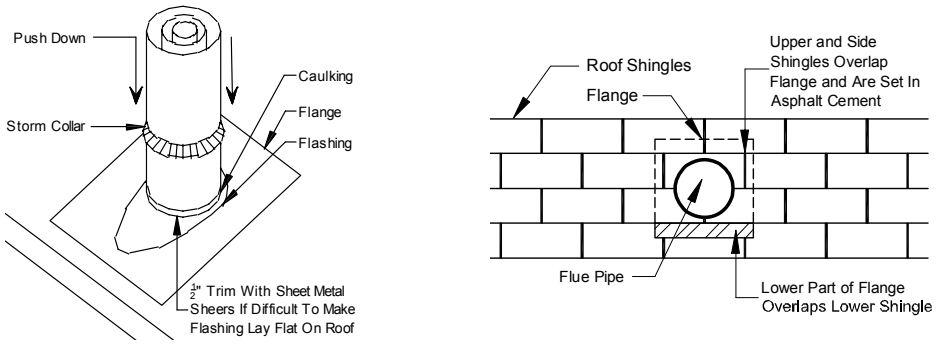

Figure 93. *Roof flashing and shingle installation around chimney*
5. **Complete shingles.** Cut shingles in successive courses to fit around the pipe and embed them in asphalt cement where they overlap the flashing. Secure shingles with roofing nails through flashing and apply asphalt cement over nail heads. The completed installation should appear as shown in **Figure 93**, with the lower part of the flange overlapping the lower shingles and the side and upper shingles overlapping the flange.